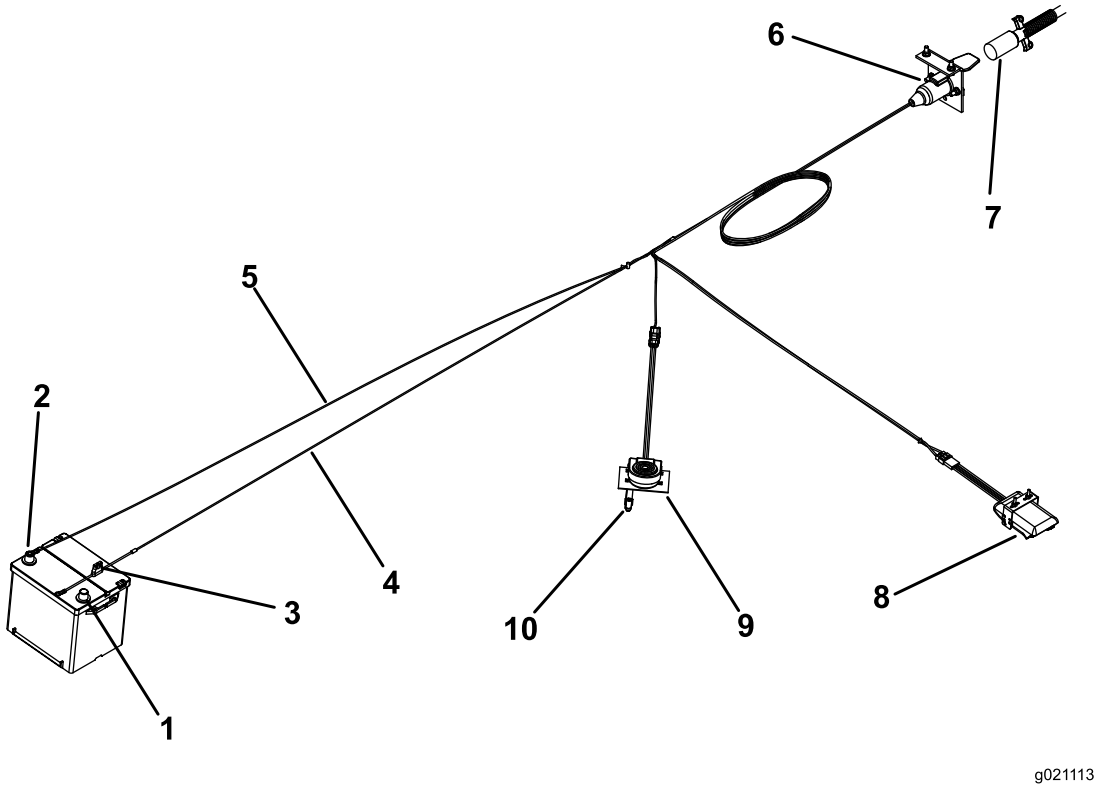

Figur 11
5. Monter belastningskontrollenheten på plentraktorens dashbord eller fender med (2) nr. 10 x 7/8 tommers-skruer og nr. 10 muttere.
7. Koble ledningssatsen til komponentene (Figur 11) på følgende måte: